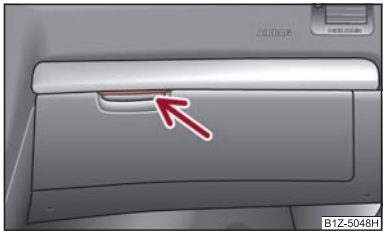

Fig. 71 Tableau de bord : Vide-poches côté passager avant
- Appuyez sur la poignée du couvercle ⇒ fig. 71 - le couvercle s'abaisse.